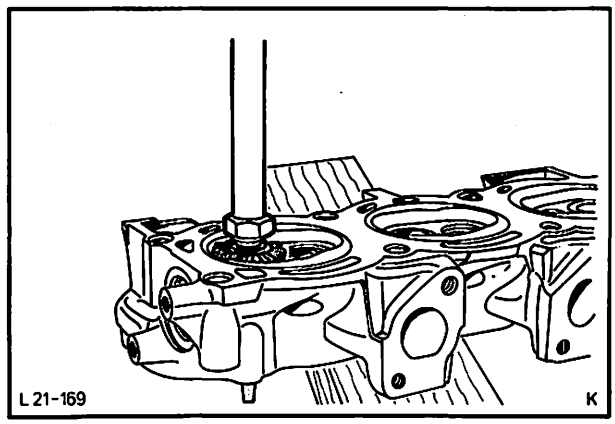

Abb. 244 Ventilsitz mit handelsüblichen Fräsern nacharbeiten, „C"-Motor
3. Ventilsitz nach vorgeschriebenen Angaben (siehe Technische Daten, Abb. 312, 313 und 314) mit handelsüblichen Fräsern nacharbeiten, Abb. 244.